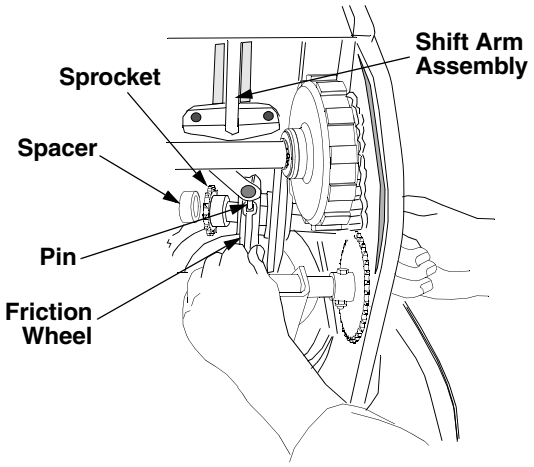

Figure 24
- Carefully pull the hex shaft out from the right side of the frame to slide the spacer and sprocket from the left end of the hex shaft. The sprocket should remain hanging lose in the chain. See Figure 24.
- Insert the pin from the shift arm assembly into the friction wheel assembly. Hold the assembly in position and slide the hex shaft through the right side of the assembly hub. Refer to Figure 24.